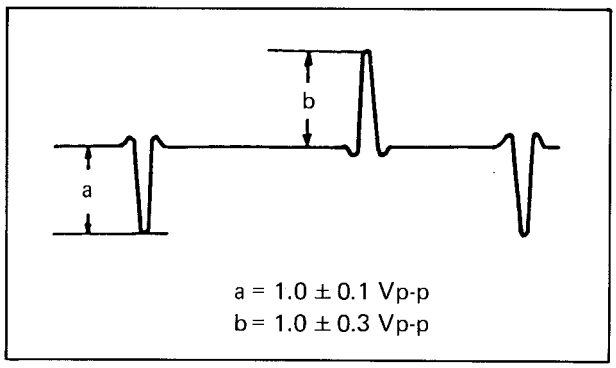

Fig. 5-5 Drum pulse
3. Adjust R32 (DRUM PULSE LEVEL) so that negative polarity level becomes 1.0 Vp-p as shwon in Fig. 5-5.